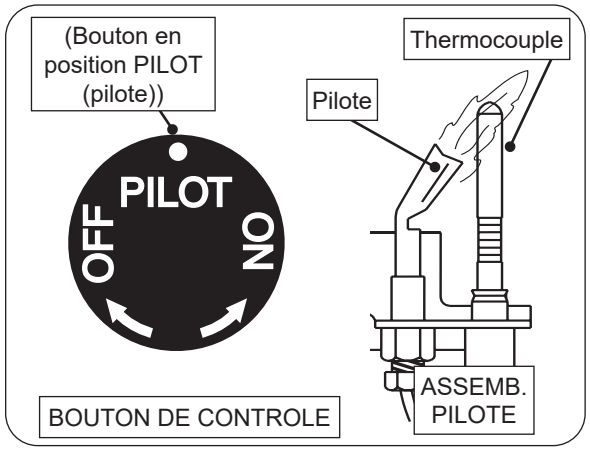

Fig. 43-1 Éclairage pilote
3. Localisez l'assemblage de la veilleuse sur le côté ou à l'arrière du bac du brûleur (voir Fig. 43-1).
4. Tournez le bouton de commande dans le sens antihoraire ↶ sur **PILOT (pilote)**. Appuyez **fermement et complètement** sur le bouton de commande et maintenez-le enfoncé. Tenez une allumette allumée à longue tige / un briquet au butane à long cou près du thermocouple pour allumer la veilleuse. Continuez à maintenir le bouton enfoncé pendant environ une (1) minute après l'allumage de la veilleuse. Relâchez le bouton et il ressortira. La veilleuse restera allumée. Voir la Fig. 43-1. S'il s'éteint, répétez les étapes 2 à 4.